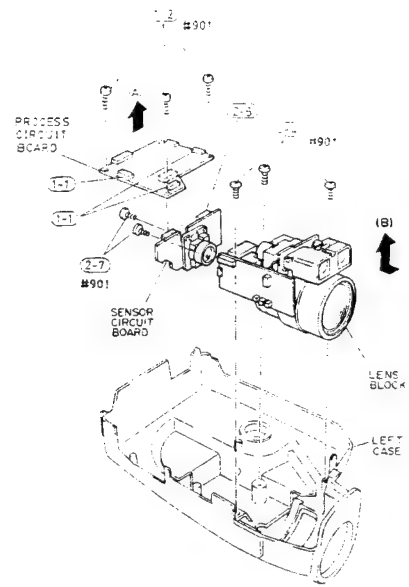

Fig. 2-25
1) Disconnect two (2) connectors (CN11208, CN1209) and one (1) flat cable (CN1207) on the process circuit board. (See Fig. 2-25)
2) Remove three (3) screws holding the process circuit board.
3) Remove the process circuit board in the direction of arrow (A) separating the from the sensor circuit board. (The process and sensor circuit boards are connected via board-in type connector.)
4) Remove three (3) screws holding the lens block. (See Fig. 2-25)
5) Remove the lens block and sensor circuit board from the left case in the direction of arrow (B).
6) Disconnect one (1) flat cable (CN1002) on the sensor circuit board.
7) Remove two (2) screws holding the sensor circuit board.